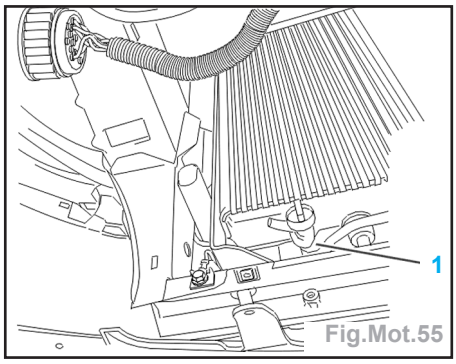

Fig.Mot.55
- Ouvrir la vis de purge (2) (Fig.Mot.55).